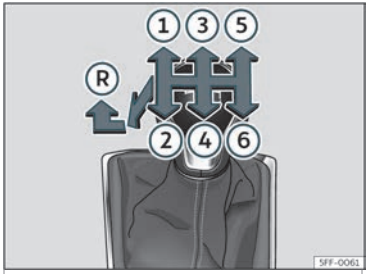

Abb. 141 Schaltschema eines 6-Gang-Schaltgetriebes.
Auf dem Schalthebel sind die Positionen der einzelnen Fahrgänge dargestellt››› **Abb. 141**.
- Schalthebel in die Neutralstellung bringen und nach unten drücken. Schalthebel ganz nach links und dann nach vorn in die Rückwärtsgangposition schieben››› **Abb. 141** Ⓡ.